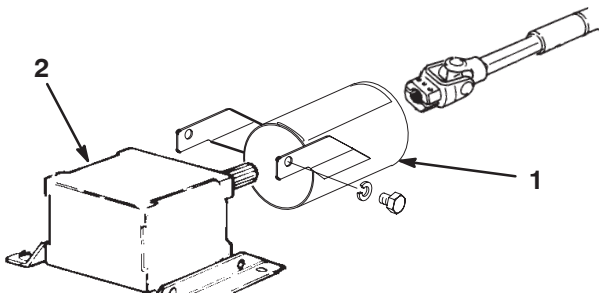

Figuur 7
4. Schuif het aftakasscherm op de aftakas en plaats het scherm zoals wordt getoond in Figuur 7.